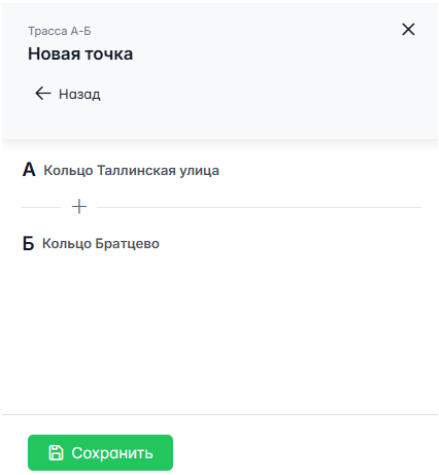

Рисунок 46 – Создание новой точки
9.1. Нажать на кнопку + Добавить точку, откроется окно добавления новой точки (рисунок 46).